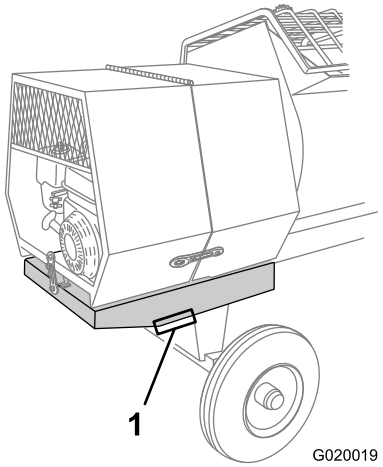

Figure 28
3. Use a jack stand at each support point on the rear frame extension (Figure 28).